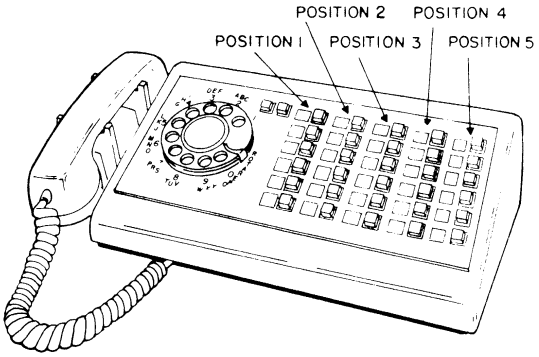
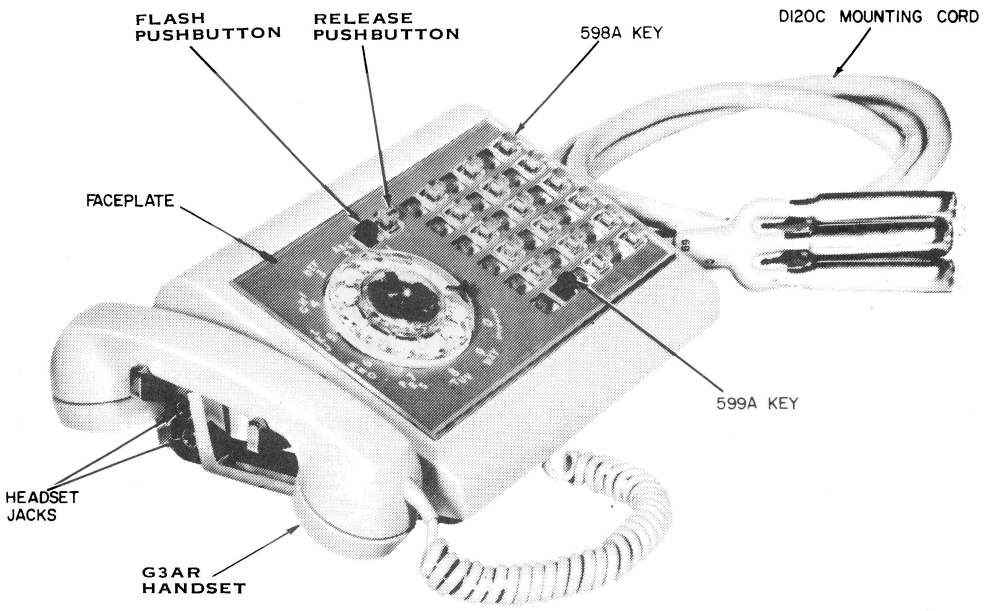
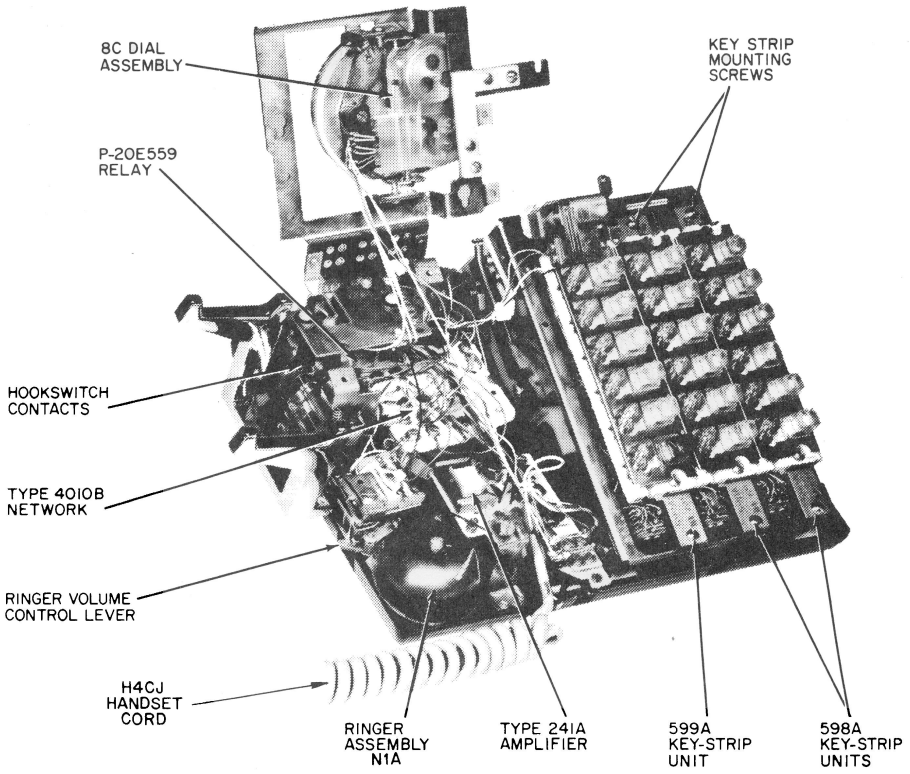

Figure 1. WECo Type 608CW Telephone Set.
Figure 2. WECo Type 618BW Telephone Set.
Figure 3. WECo Type 618BW Telephone Set with Housing Removed and Dial Assembly Raised and Inverted.
1.01 This section presents description, operation, modification, and installation information for the WECo Type 608CW and 618BW CALL DIRECTOR® Telephone Sets (Figures 1 and 2). This set can be used with the GTE Automatic Electric Type 10A, 10A1, 10A2, and 16A key telephone systems or comparable systems of other manufacturers. The telephone set is designed to originate, answer, signal, and hold calls on central office lines, PABX lines, tie lines, and intercommunication circuits associated with these key telephone systems. The telephone sets are equipped with a relay (P-20E559) that provides facilities for switching from two- to four-wire operation, and headset jacks.
2.01 The WECo Type 608CW telephone set (Figure 1) measures 15-1/4 inches long, 8-1/4 inches deep, and 4-1/4 inches high. The WECo Type 618BW (Figure 2) telephone set measures 12-1/2 inches long, 8 inches deep, and 4-1/4 inches high. The telephone sets are equipped with 517D jacks for accepting either a 52S or 53A headset. A Type 8C dial is mounted on the left side of the housing. The keys used for the various switching functions are located on the right side of the housing (Figure 3). The Type 608CW telephone set is equipped with a 599A keystrip unit in the first (left side) module position and 598A keystrip unit in the second through fifth module positions. The Type 618BW telephone set is equipped with a 599A keystrip unit in the first module position and 598A keystrip units in the second and third positions. Red flash and amber release pushbuttons are located above and adjacent to the dial.
5.08 The ringer volume adjusting lever (Figure 3) projects from the lower left front of the telephone set. It is a mechanical device which moves the ringer gong-silencing arm, located inside the gong, away from or toward the gong wall. As the clapper arm travel is reduced, the vibrations of the gong, when struck by the clapper, are decreased; this decreases the volume of sound produced. Similarly, when clapper arm travel is increased, by moving the gong-silencing arm away from the gong wall, the vibrations of the gong increase, thus, increasing the volume of sound. The ringer volume adjusting lever may be adjusted to obtain the ringer volume desired. The installer should point out this feature to the customer.